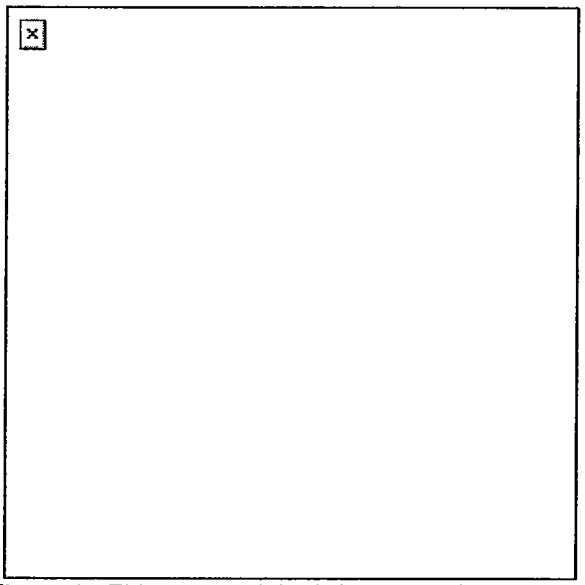

Figure 1. Firing around the left corner of a building.
a. Fire around the left corner of the building or wall using the left-handed firing technique (Figure 1).